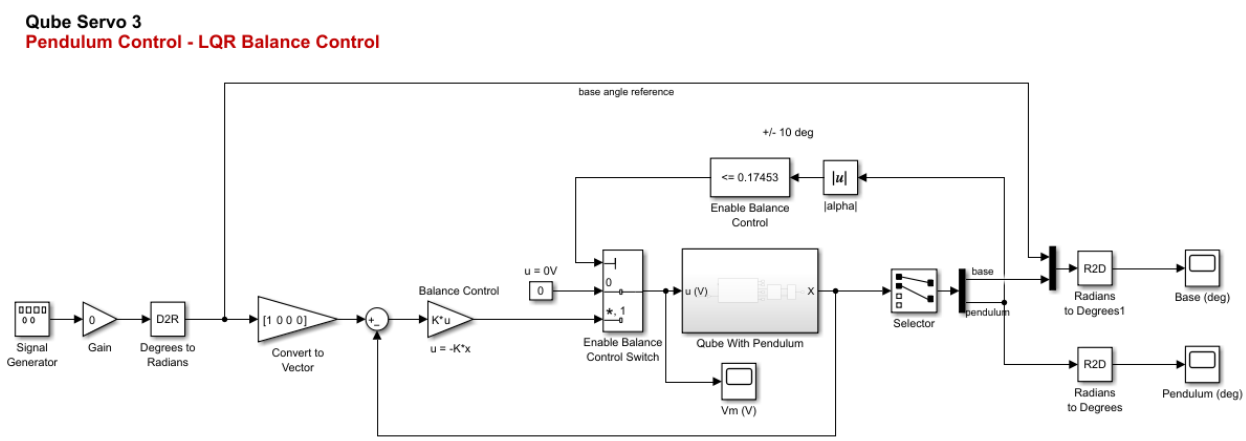

Figure 1: LQR pendulum balance control model
In this lab you will use the qs3_lqr_ctrl.slx file to complete the model as shown in Figure 1. This model will balance the Qube-Servo 3 rotary pendulum system using a generated control gain K.
7. Open the Simulink model qs3_lqr_ctrl.slx. We will try to construct the model in Figure 1.
9. Add a `Gain` (of 0) and a `Degrees to Radians` block as the desired input to the system as shown in Figure 1.
16. Connect your system so it now looks like the model in Figure 1.